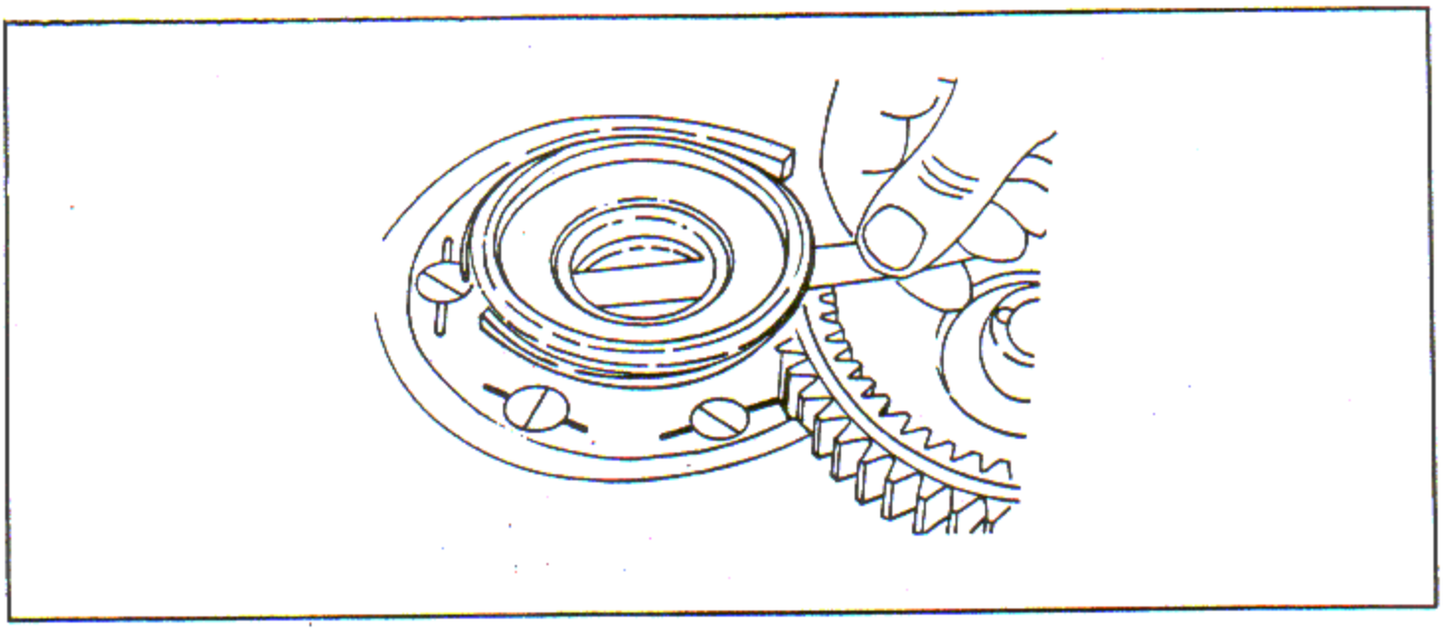

Figure 7-49. Checking Impeller Shaft End Movement
d. Check the impeller shaft end clearance by inserting a feeler gage between the flat side of the thrust ring and the rear end of the impeller shaft. See figure 7-49. Pull the feeler all the way across the end of the impeller shaft so it will lift the washer straight up. Clearance should be the same as that selected in paragraph 7-36, step e. If the clearance is incorrect, remove the retainer and shim. Add shims or remove stock from the shim to correct the clearance. When clearance is correct install the shims, retainer and screws. Torque the screws to 70 - 100 inch-pounds. Stake the screws with punch. See figure 2-12.
d. Check the impeller shaft end clearance by inserting a feeler gage between the flat side of the thrust ring and the rear end of the impeller shaft. See figure 7-49. Pull the feeler all the way across the end of the impeller shaft so it will lift the washer straight up. Clearance should be the same as that selected in paragraph 7-37, step c. If the clearance is incorrect, remove the retainer and shim. Add shims or remove stock from shim to correct the clearance. When clearance is correct install the shims, retainer and screws. Torque the screws to 70 - 100 inch-pounds. Stake the screws with punch. See figure 2-12. Turn the housing again so that the front is down.